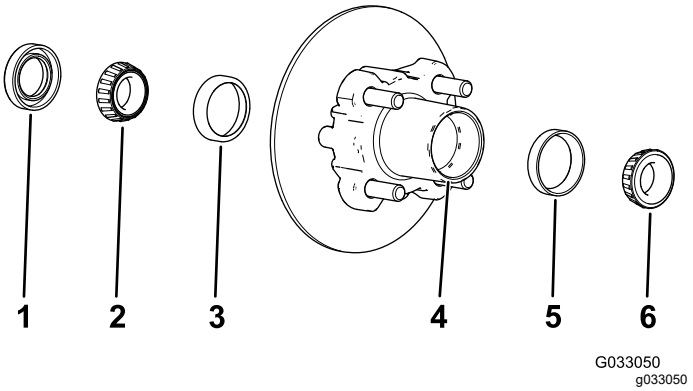

Figur 35
1. Fjern det udvendige leje og lejeløberingen fra navet (Figur 35).
2. Fjern forseglingen og det indvendige leje fra navet (Figur 35).
5. Rengør navets fordybning for alt smøremiddel, snavs og tilsmudsning (Figur 35).
7. Fyld navets fordybning 50 til 80 % med det anførte smøremiddel (Figur 35).
8. Monter det indvendige leje på lejeløberingen på den indvendige side af navet, og monter forseglingen (Figur 35).